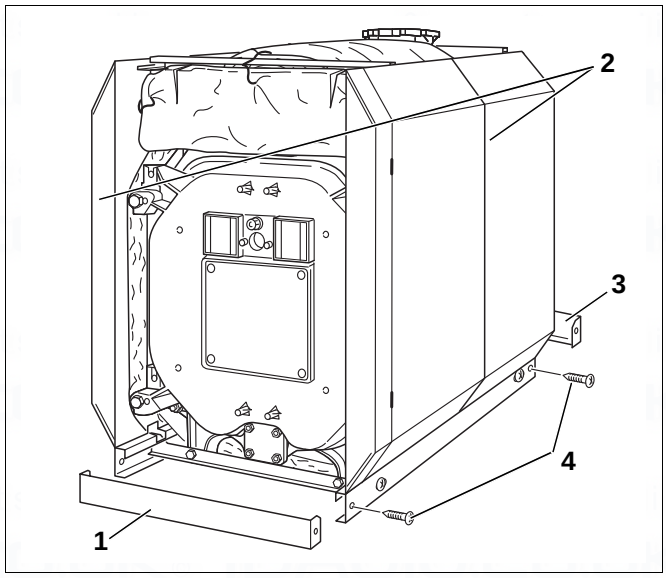

Fig. 51 Mounting the base rails
- Once the side panels (Fig. 51, [2]) have been vertically aligned, the self-tapping screws in the base rail (Fig. 51, [4]) must be tightened.
- Push the base rails that run crosswise (Fig. 51, [1] and [3]) into the base rails that run lengthwise from the front and back. The folded edge on the cross plate must be at the bottom in each case, and point towards the boiler (Fig. 51).